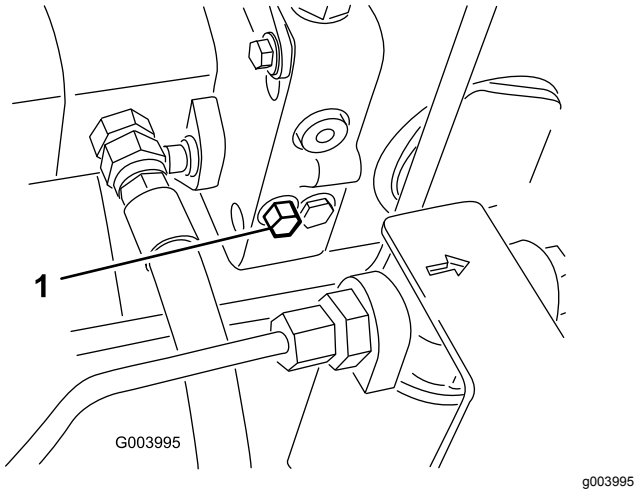

**Figur 37**
1. Förbikopplingsventilen sitter till vänster om hydrostaten (Figur 37). Vrid bulten 1,5 varv för att öppna ventilen och låta vätska avledas internt.